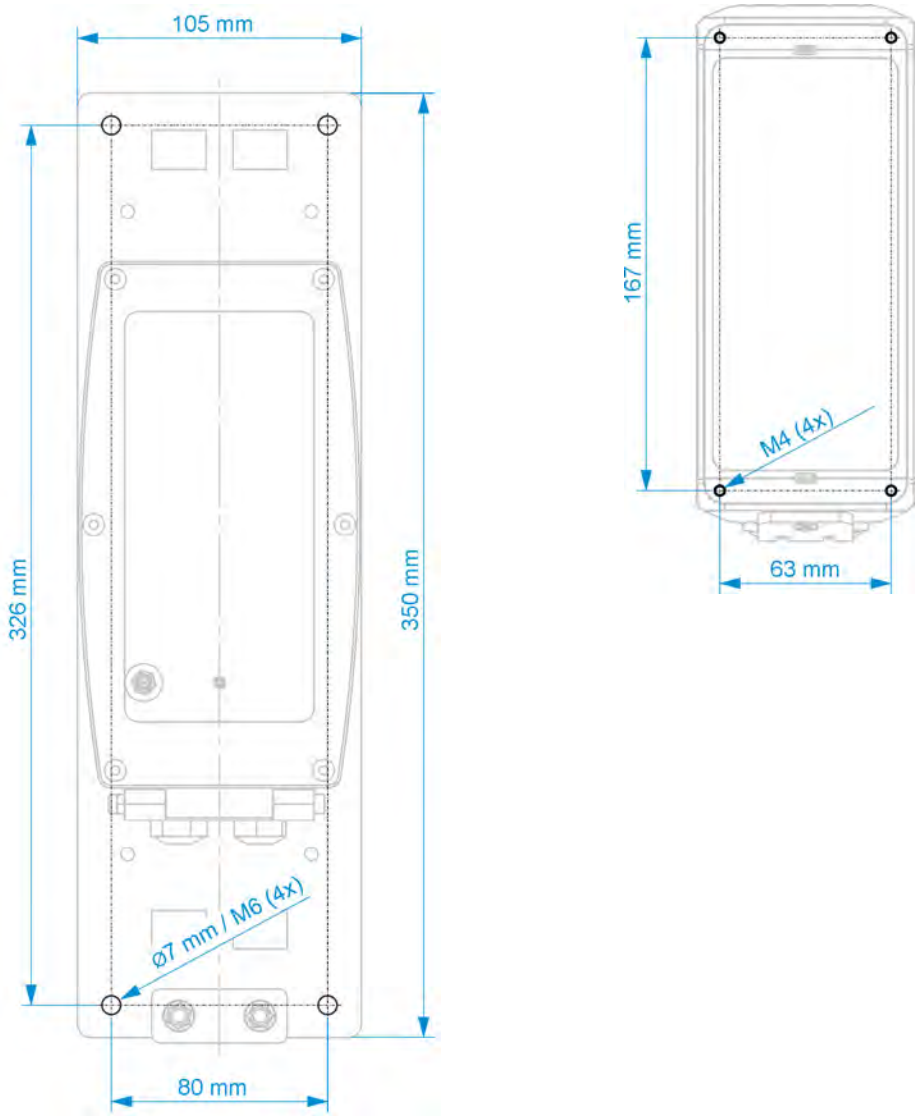

Fig. 24-1 Schémas de trous de fixation
- Paroi arrière du boîtier montée sur la plaque de montage *ZMS0 176* (épaisseur 3 mm) ; plaque de montage vissée sur une surface plane (mur ou autre) (schéma de perçage, voir Fig. 24-1, image 1)
- Vissé directement avec la paroi arrière du boîtier sur une surface plane (mur ou autre) (schéma de perçage, voir Fig. 24-1, image 2) (seulement pour boîtier S – boîtier spécial)
3. En cas de montage mural, reproduire le schéma de perçage correspondant (voir Fig. 24-1) sur le mur et effectuer les perçages.